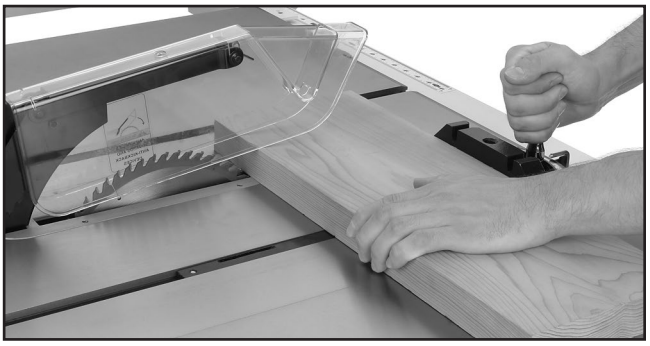

Figure 61. Typical crosscutting operation.
7. Hold workpiece firmly against face of miter gauge (see **Figure 61**), and ease it through blade until workpiece is completely past saw blade.